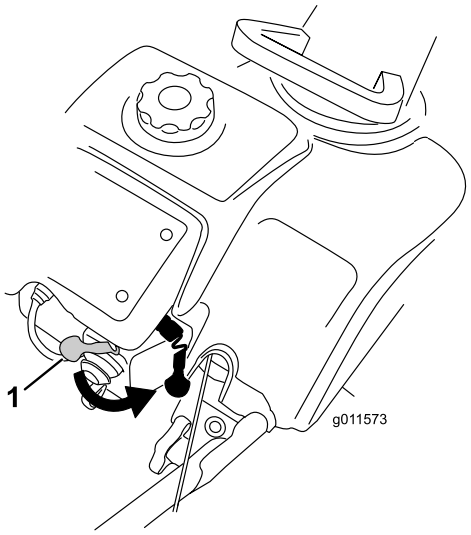
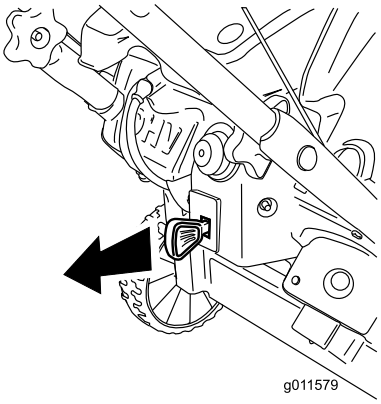

Figur 17
Figur 23
2. Flytta chokereglaget helt åt höger (Figur 17).
Stoppa maskinen, dra startnyckeln utåt tills den klickar in i det avslagna läget (Figur 23) eller flytta choken helt till höger (Figur 17).